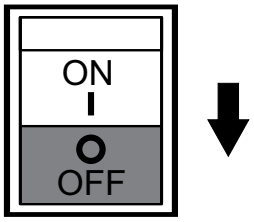

Figure 24. Idle Control Switch (OFF)
8. If the main breaker is not turned on within 5 seconds the **RED** fault led on the GFCI sensing module will begin flashing (Figure 24). If this occurs, press the ***reset button*** on the GFCI sensing module.
11. Place idle control switch (Figure 24) in the **OFF** position. This will allow the engine speed to run at about 3600 RPM's.
Placing the idle control switch in the **OFF** position (Figure 24) allows the engine to operate at a maximum speed of about 3600 RPM's.